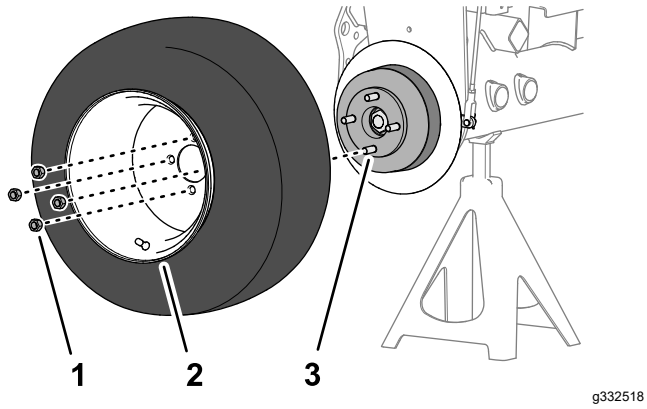

Figur 74
1. Monter hjulet til navet med de fire hakemutterne (Figur 74), og stram til hakemutterne for hånd.